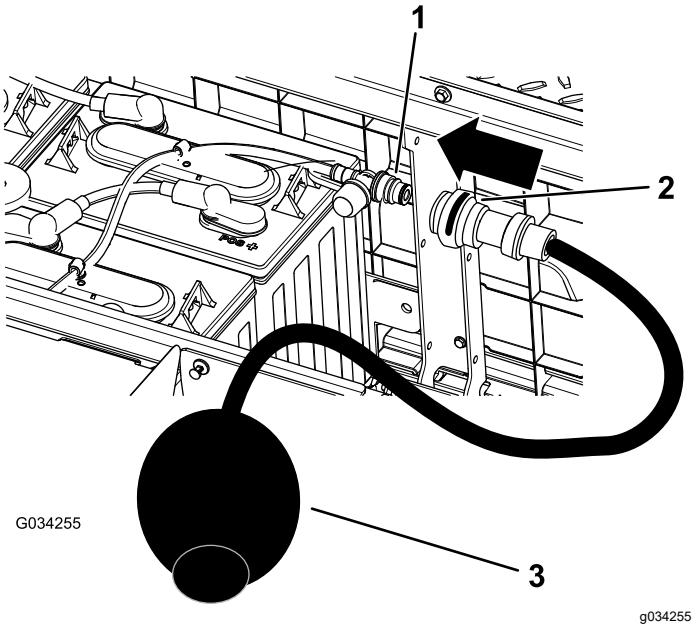

Figura 38
4. Conecte a bomba manual de água da Toro à porta de enchimento de água (Figura 38).